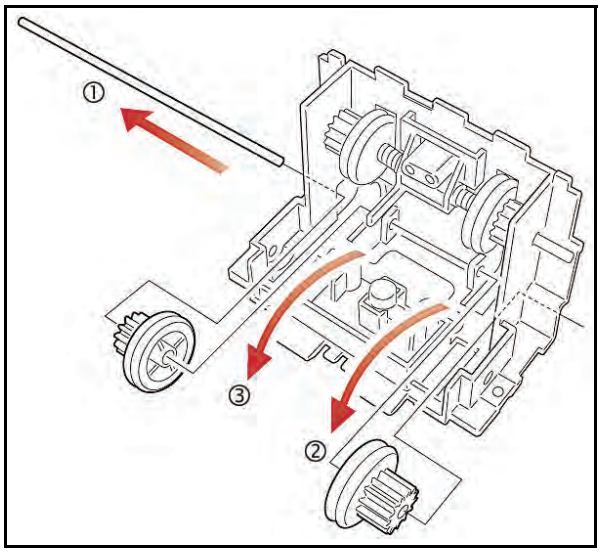

Figure 4-24 Lower Long Shaft and Gear Removal
2. Pull the lower long gear shaft out and remove the two (2) Drive Gears it retained (See Figure 4-24 ① through ③).